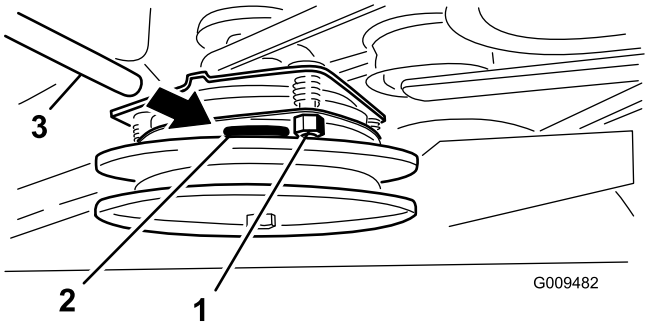

**Figur 60**
3. Stram låsemutrene til følerbladet sitter fast, men er løst nok til at det lett kan beveges innen luftgapet (Figur 60).